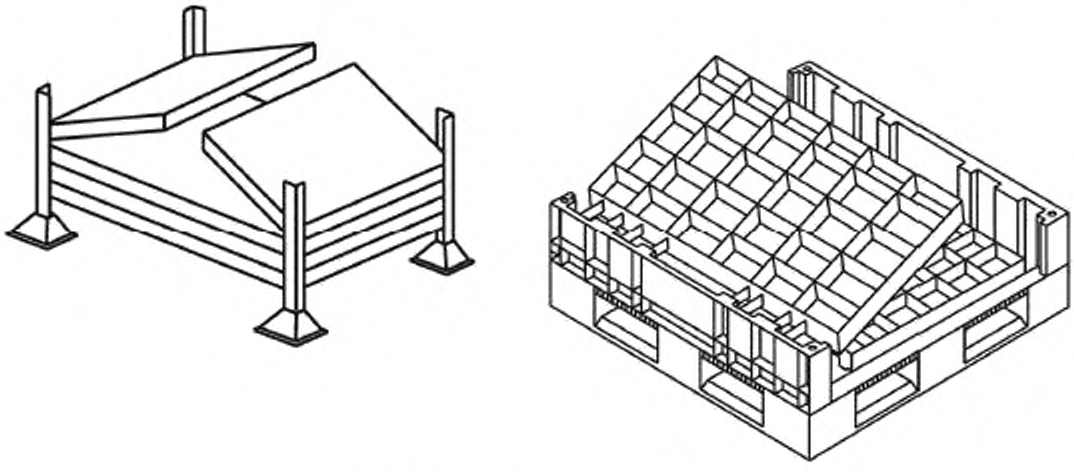

Рисунок 23 — Складные ящичные поддоны
4.2.3 **складной ящичный поддон:** Ящичный поддон со складными стенками (см. рисунок 23).